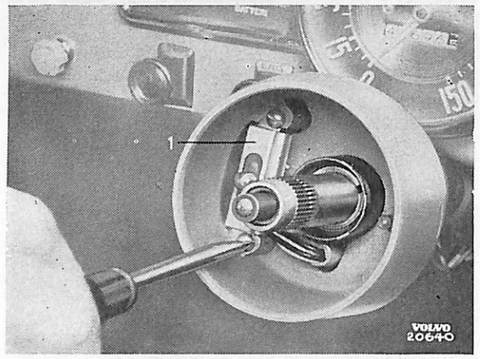

Bild 31. Demont. av körvisaromkopplare.
3. Tag bort de två skruvar som håller omkopplaren (1 bild 31) vid huset.